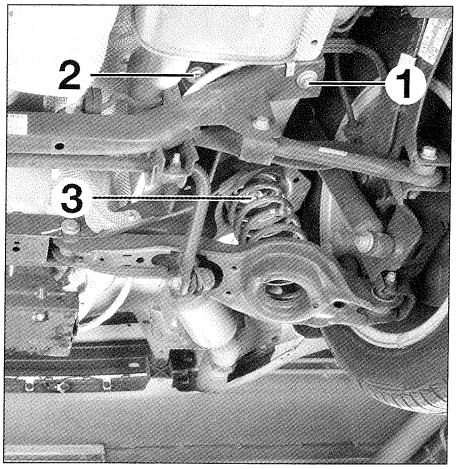

FIG. 17
. Desmontar las fijaciones (1), (2) y (3) (idéntico en ambos lados) **(fig. 17)** de la cuna y esta misma.